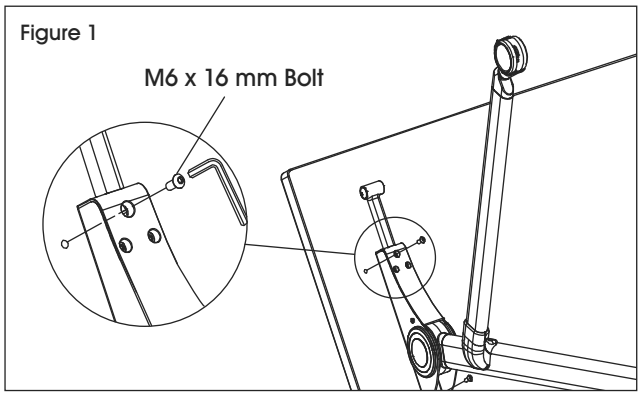

Figure 1
1. Place tabletop (1) upside down on a smooth, non-marring surface to prevent scratching. Threaded holes should be facing up. Align holes in one leg (3) with threaded holes in tabletop. Fasten using two M6 x 16 mm bolts (9) through the holes. Do not tighten. Only attach one leg to start. (See Figure 1)